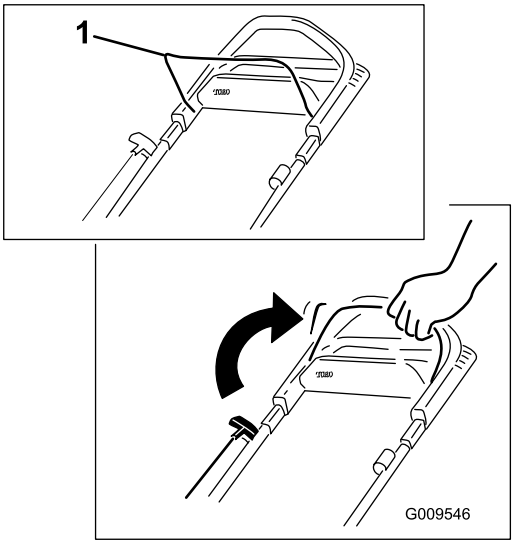

Bild 17
1. Halten Sie den Schaltbügel gegen den Bügel gedrückt (Bild 17).